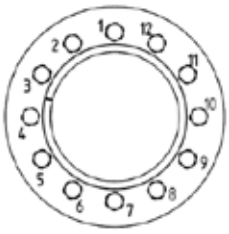

Рис. 5.10.5
- затянуть посредством динамометрического ключа, отрегулированного на значение, превышающее на 5% предписанное в табл. 5.10.1, винты блокировочного устройства равномерным образом, с непрерывной последовательностью (не перекрестной) см.рис. 5.10.5 и в несколько фаз (приблизительно 1/4 оборота для каждого захода) пока поворот на 1/4 оборота не станет возможным;